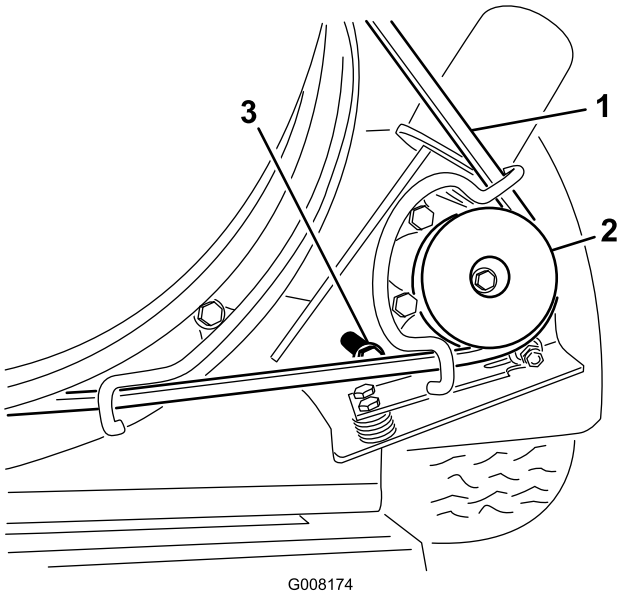

Rysunek 34
1. Odkręć śruby mocujące wspornik koła pasowego do ramy dmuchawy (Rysunek 34).